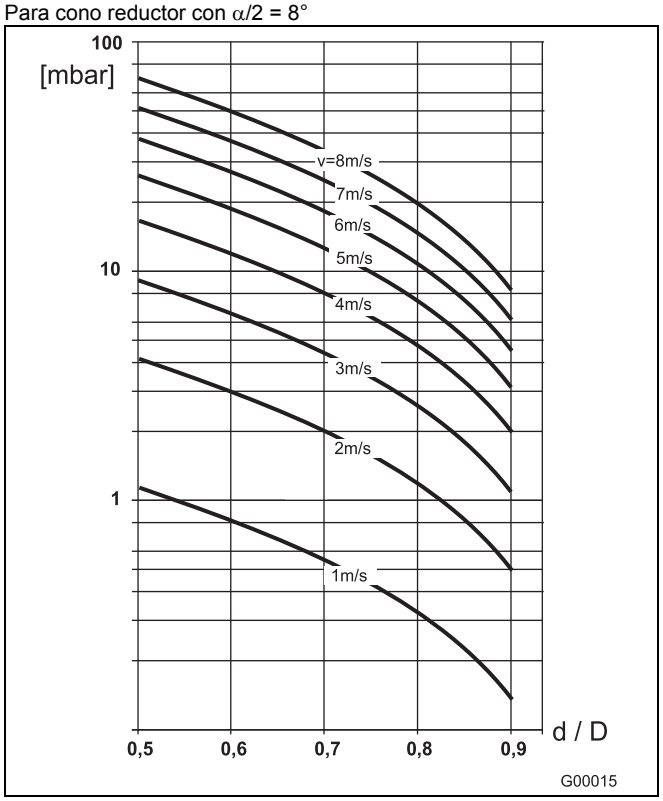

Fig. 20
2. Leer la velocidad de flujo en el nomograma de flujo (Fig. 20).
3. Leer la pérdida de presión en el eje Y indicada en la Fig. 20.